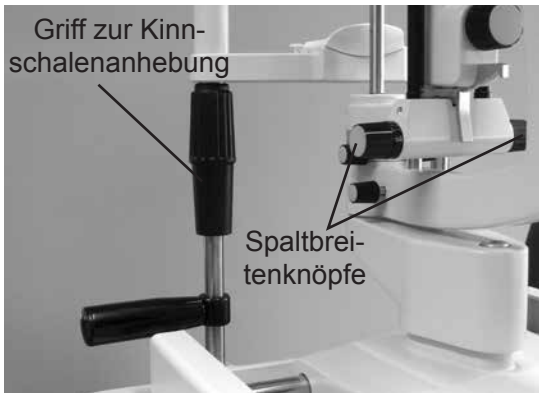

Abbildung IN-2 Spaltbreite und Patientenhöhe
4. Passen Sie die projizierte Spalte mit Hilfe der Spaltenweiteknöpfe so an, dass der dünnste Spalt auf dem Justierstab angezeigt wird. Siehe Abbildung IN-2.